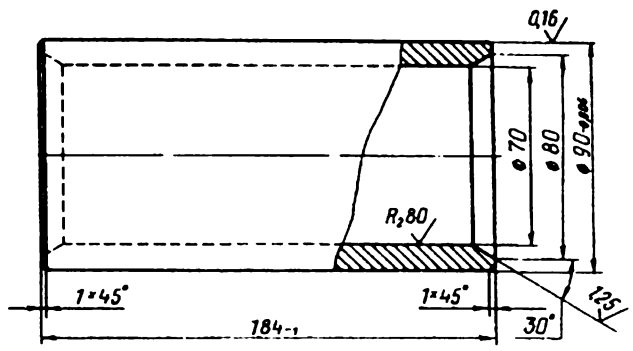

Рис. 133. Калибровая скалка
3. Поставьте в картер калибровую скалку *7*, соответствующую рис. 133 и закрепите ее крышками и болтами, затягивая их крест-накрест (момент затяжки 9—11 кгс·м).